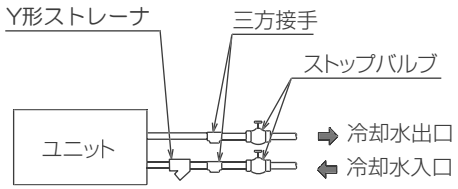

図 1
- ストップバルブと水側熱交換器洗浄のための三方接手を冷却水出入口配管に取付けてください。(図 1)
- 異物混入防止のため入口配管にストレーナー(40 メッシュ以上)を取付けてください。(図 1)
- 空気のたまる危険があるところには空気抜き弁を設けてください。(図 1)